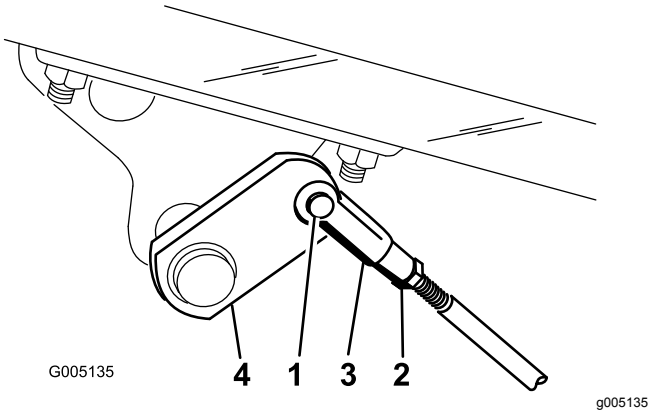

Figura 49
A. Desconecte las varillas de los frenos retirando el pasador de horquilla y la chaveta (Figura 49).
B. Afloje la contratuerca y ajuste la horquilla (Figura 49).
C. Monte la horquilla en el eje del freno (Figura 49).